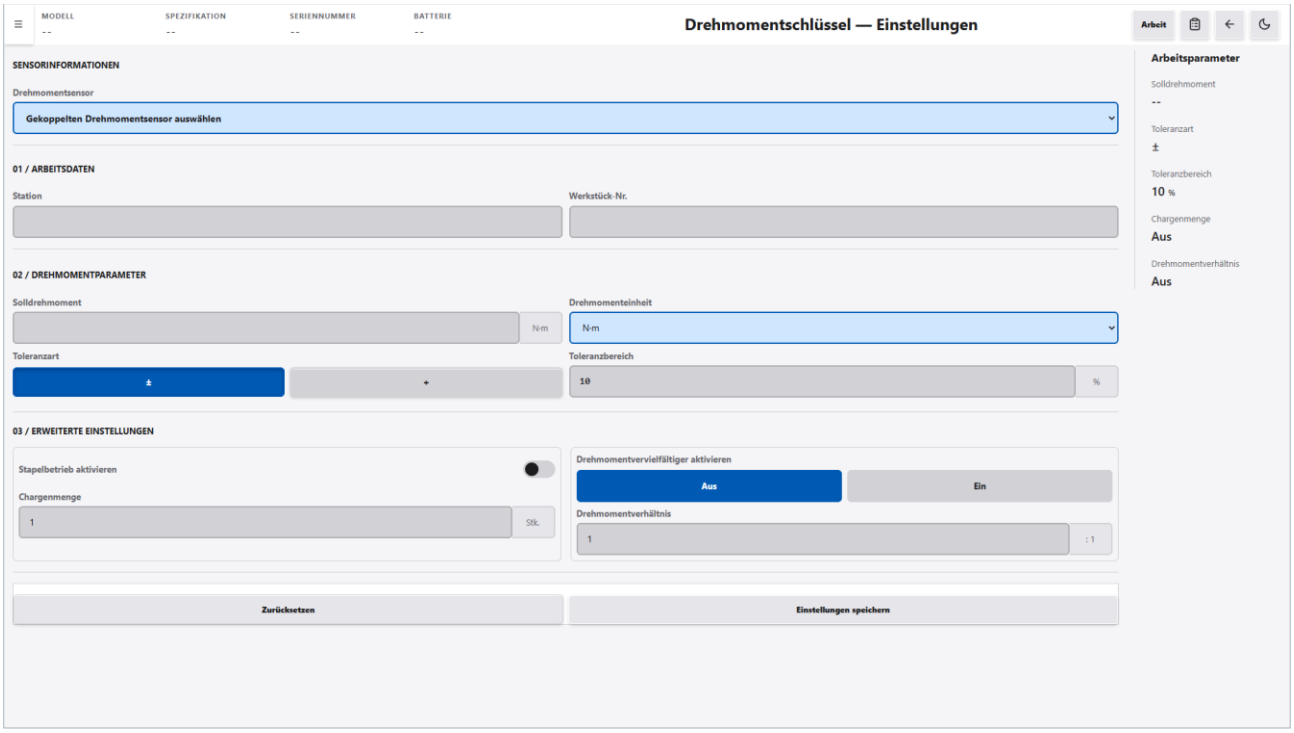

Abbildung 5-9 Einstellungsbildschirm Drehmomentschlüssel (Einstellungen nicht abgeschlossen)
2. Klicken Sie im Navigationsmenü auf „Rotationssensor“ → „Drehmomentschlüssel“. Der Einstellungsbildschirm mit nicht abgeschlossenen Einstellungen wird angezeigt (siehe Abbildung 5-9).